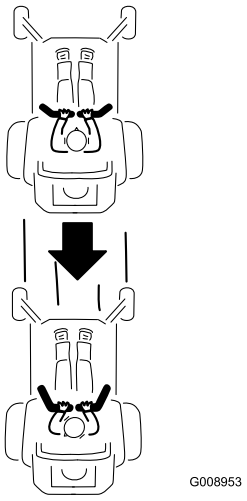

Figuur 18
2. Om achteruit te rijden, kijkt u achteruit en naar beneden terwijl u de rijhendels langzaam achteruit trekt (Figuur 18).
Om in een rechte lijn te rijden, moet u gelijke druk uitoefenen op beide rijhendels (Figuur 18).